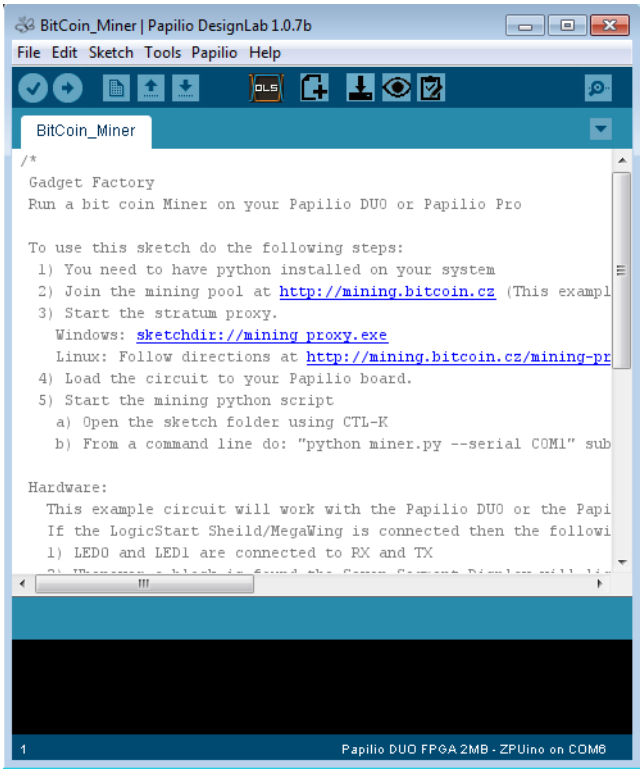

Figure 8-3 *DesignLab Bitcoin example sketch/design*
1. Open DesignLab and go to File→Examples→BitCoin_Miner →BitCoin_Miner (see Figure 8-3).